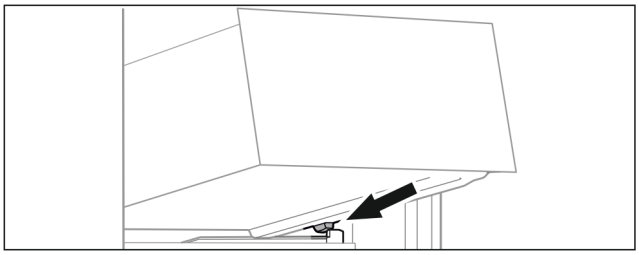

Fig. 92
▶ Наклоняя вниз, установите выдвижной ящик за стопоры на контейнерное ребро. (см. Fig. 92)